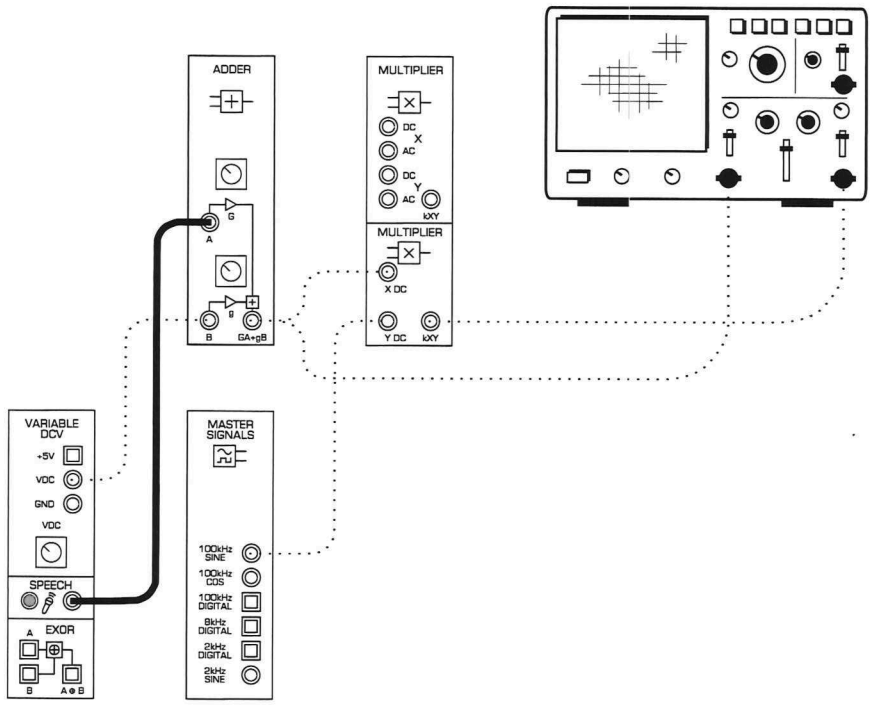

Figure 7
19. Connect it to the Speech module's output as shown in Figure 7 below.